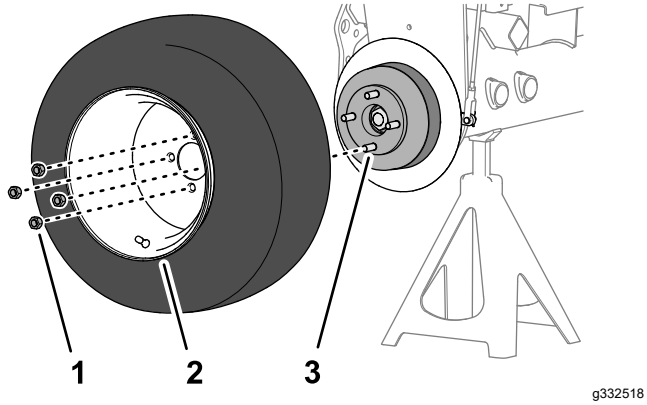

Figuur 75
1. Monteer het wiel aan de naaf met de 4 wielmoeren (Figuur 75) en draai de wielmoeren met de hand vast.